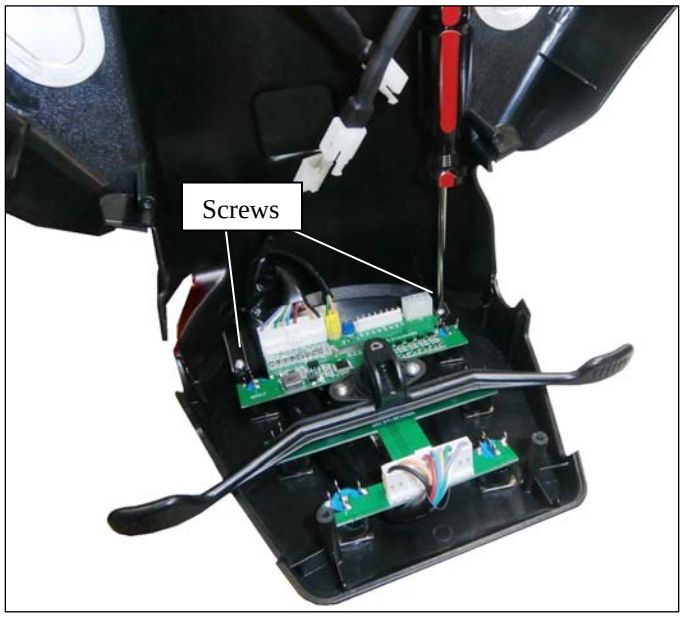

Figure 7. Inside Dash
6) Unplug the (4) cables from the dash and the (2) cables from the turn signals.
7) Remove the (2) Phillips screws on the underside of the dash, which secure the dash assembly to the tiller. See figure 7 on page 17.